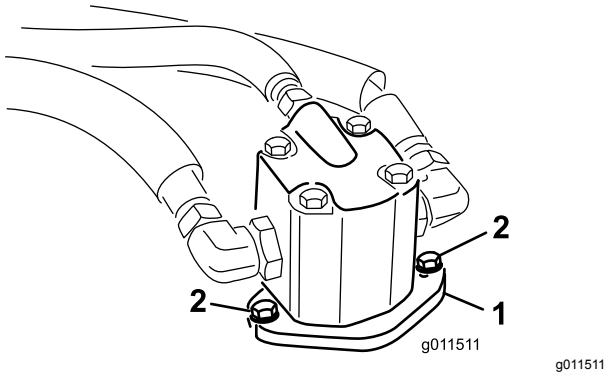

**Figur 78**
4. Fjern boltene som fester den hydrauliske motoren til klippeenheten (Figur 78).